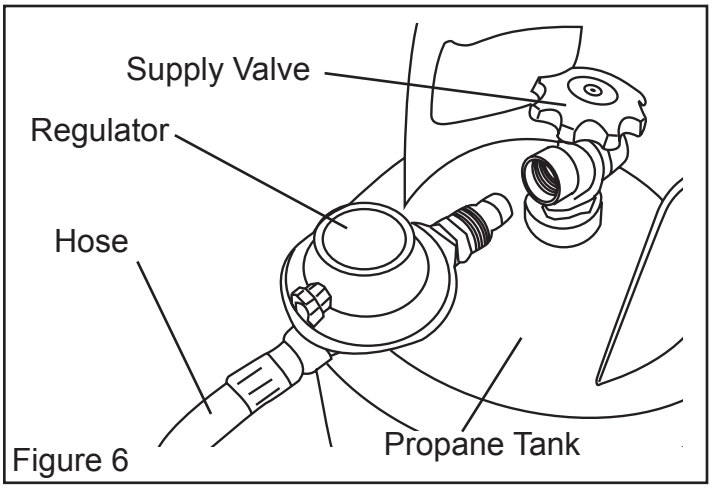

Figure 6
– Fasten full propane tank and connect proper fitting to LP cylinder valve by turning COUNTER-CLOCKWISE. (See figure 6 & 7)